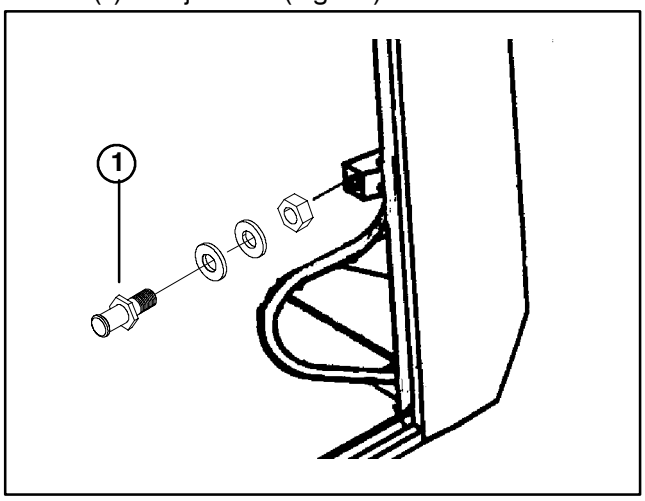

Figure 15
2. Install door latch striker to each door frame with a washer(s) and jam nut (Fig. 15).